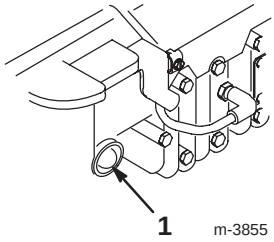

Bild 11
2. Drücken Sie die Starthilfe dreimal, wobei Sie zwischen jedem Drücken zwei Sekunden verstreichen lassen sollten (Bild 11).